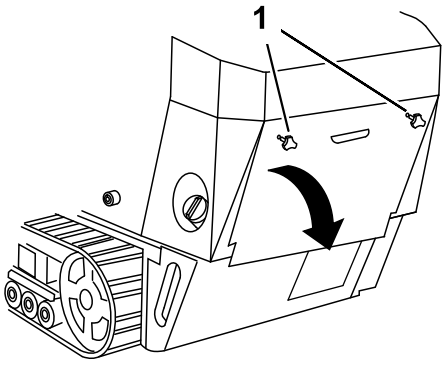

Rysunek 26
1. Odkręć 2 pokrętła mocujące tylną pokrywę dostępową maszyny (Rysunek 26).
2. Odchyl tylną pokrywę dostępową do dołu i zdejmij ją, aby uzyskać dostęp do elementów wewnętrznych (Rysunek 26).